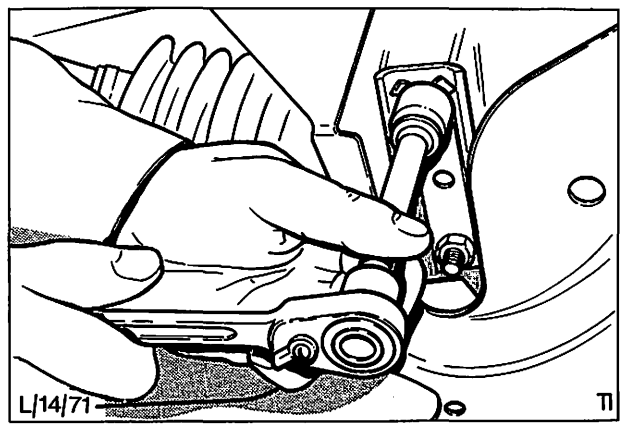

Abb. 23 Zahnstangenlenkung mit Sicherungsbleche montieren
31. Zahnstangenlenkung komplett in Einbaulage bringen, mit neuen Sicherungsblechen einbauen, Abb. 23.